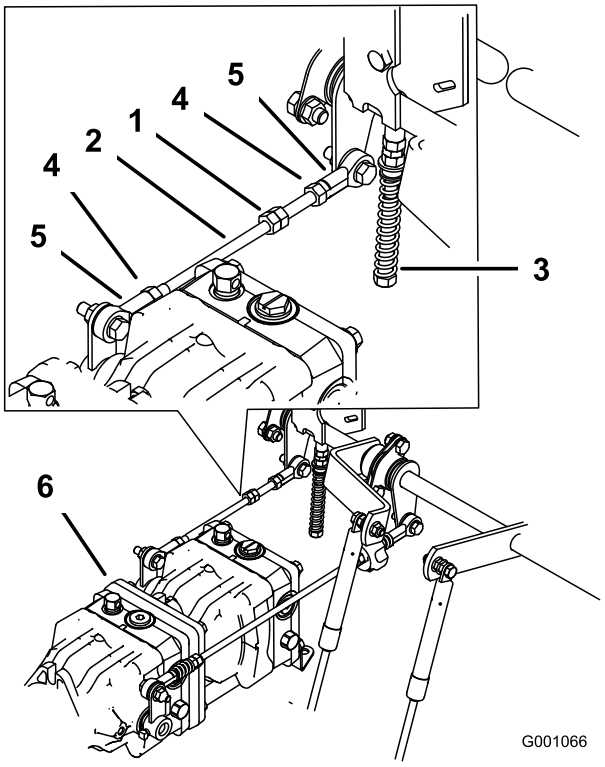

Figur 77
1. Lossa låsmuttrarna på kullederna på pumpens reglerstav (Figur 77).
3. Justera pumpstavslängden genom att vrida dubbelmuttrarna på staven i lämplig riktning tills hjulet står stilla eller långsamt roterar bakåt (Figur 77).
6. Dra åt låsmuttrarna vid kullederna (Figur 77).